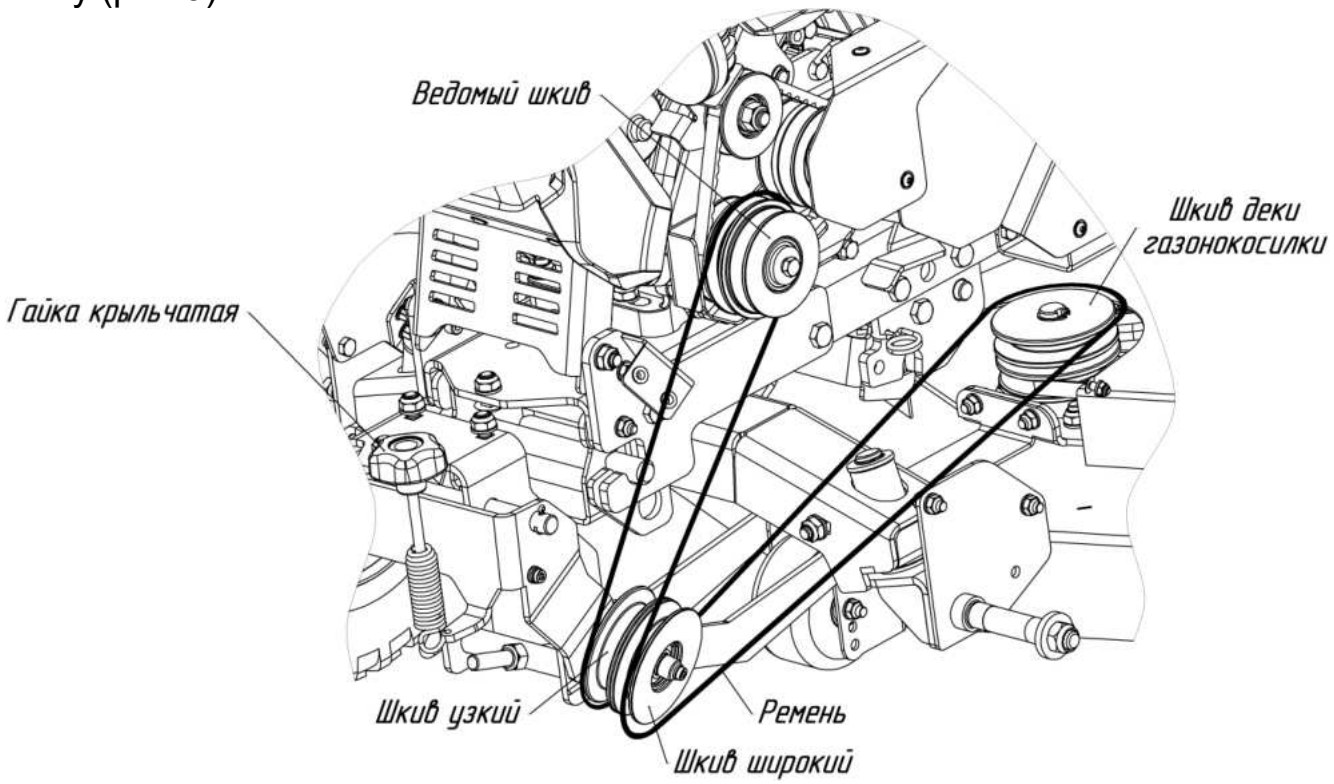

Рис.9. Установка ремня деки газонокосилки.
11. Установите ремень на ведомый шкив садового трактора, далее ведомая ветка ремня (на рисунке – верхняя) огибает шкив узкий (ближний к раме блока натяжения) сверху, затем следует к шкиву деки газонокосилки и возвращается шкиву широкому снизу, далее поднимается обратно к ведомому шкиву (рис.9).
После предварительной установки ремня, косилку необходимо опустить в рабочее положение рычагом подъема навесного оборудования на садовом тракторе и отрегулировать натяжение ремня (гайки крыльчатые 2 штуки (рис.9) затянуть). При нормальном натяжении прогиб верхних веток ремня под нагрузкой 10 кг не должен превышать 15 мм.